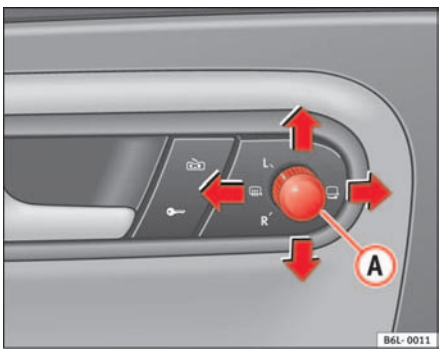

Fig. 67 Exterior mirror control
1. Turn knob ⇒ fig. 67 to position **L** (**left exterior mirror**).
– Turn the knob to demisting ⇒ fig. 67.
– Turn the control ⇒ page 98, fig. 67 to position to fold in the exterior mirrors. You should always fold in the exterior mirrors if you are driving through an automatic car wash. This will help prevent damage.